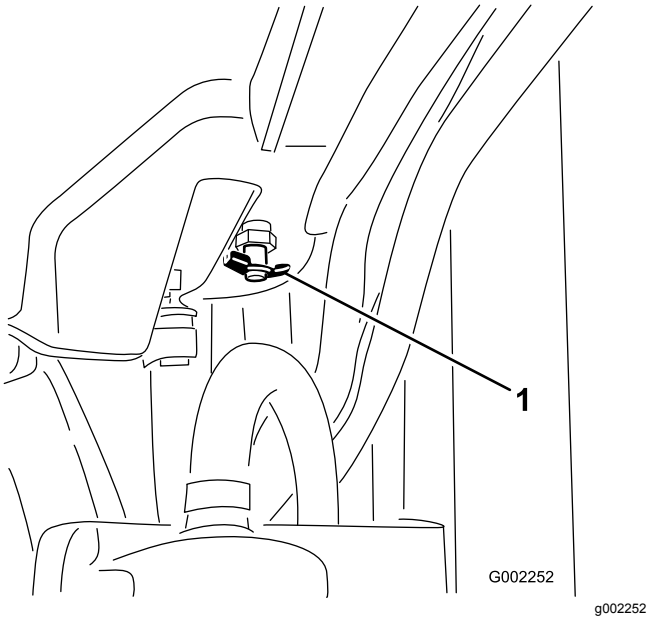

Figuur 86
4. Open de aftapklep en laat de koelvloeistof in de bak lopen (Figuur 86).
6. Verwijder de radiateurdop (Figuur 86).
10. Als de koelvloeistof is opgewarmd, moet u het koelvloeistofpeil laten dalen tot het afdichtingsoppervlak en de dop vastzetten (Figuur 86).
11. Open de dop van de expansietank en vul de tank met koelvloeistof tot deze het peil Koud bereikt (Figuur 86).